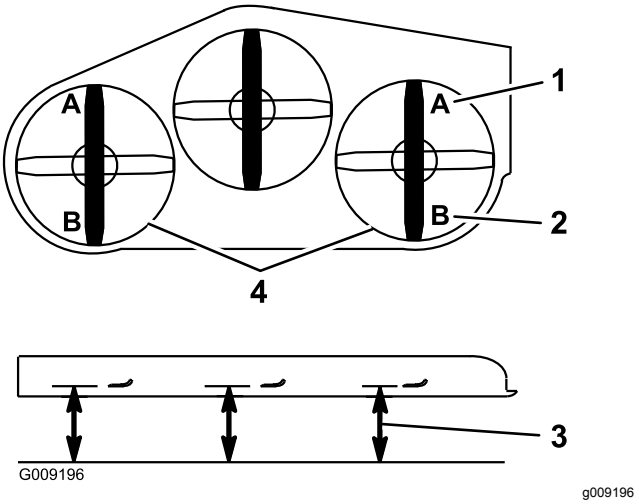

Figure 96
9. On both sides of the deck, measure from the level surface to the front tip of the blade (Postion A) as shown in Figure 96.
15. On both sides of the deck, measure from the level surface to the back tip of the blade (postion B) as shown in Figure 96.